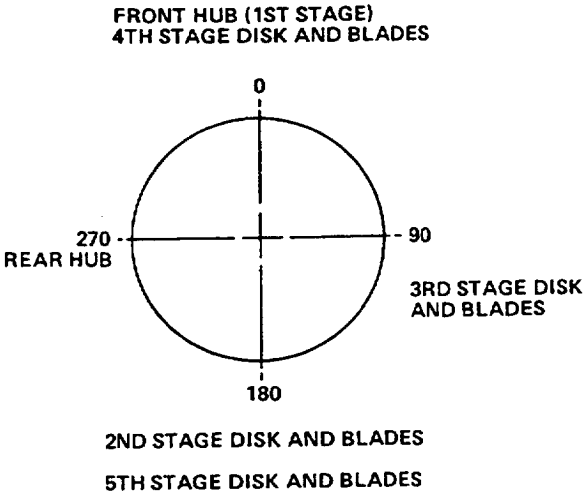

Figure 11. Disks and Hubs, Front Compressor Rotor – Installation Positions
(2) Install two PWA 9615 aligning guides, 180 degrees apart, through rear side of disk.
(3) Install 2nd stage disk and blades. Place the heavy point (dye–mark) 180 degrees from heavy point of 1st stage (Figure 11).
(4) Tap disk and blades to seat, then remove aligning guides.
(1) Find the dye–mark which indicates the heavy point on 3rd stage disk.
(2) Install 3rd stage disk and blades (16). Place the heavy point 90 degrees clockwise (viewed from rear) from dye–mark on 1st stage (Figure 11).
(3) Tap 3rd stage disk and blades to seat.
(4) Find the dye–mark which indicated heavy point on rear hub.
(5) Remove PWA 14272 aligning pins from 3rd stage disk and install them in rear hub.
(6) Install rear hub on 3rd stage disk. Place the heavy point 270 degrees clockwise (viewed from rear) from dye–mark on 1st stage (Figure 11).
(7) Tap rear hub to seat, then remove PWA 14272 aligning pins.
(1) Find the dye–mark which indicates heavy point on 5th stage disk.
(2) Install two PWA 9615 aligning guides, 180 degrees apart in 5th stage disk.
(3) Install 5th stage disk and blades. Place the heavy point 180 degrees from heavy point (dye–mark) on 1st stage (Figure 11).
(4) Tap disk and blades to seat, then remove tooling.